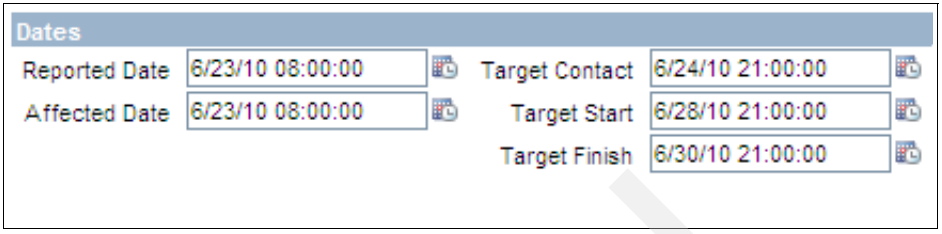

Figure 11-12 Target dates after applying SLA for calendar CALRB01 and shift 12X05-D
Now go back to the SRRB01 record under the Service Request (SP) application, and select **Apply SLA** again from the Select Action menu. Because EMPLOYEE01 does not have a calendar and shift associated, the Asset Calendar is used by the SLA to calculate the target dates, as shown in Figure 11-12 on page 207.